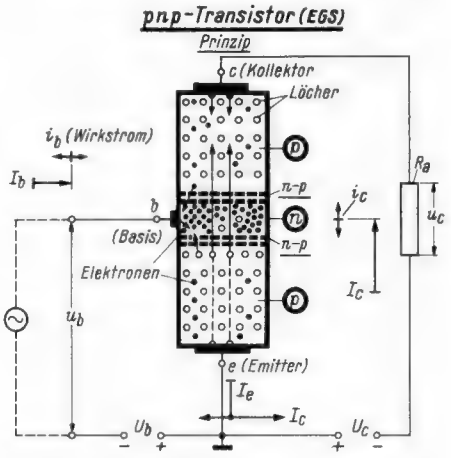
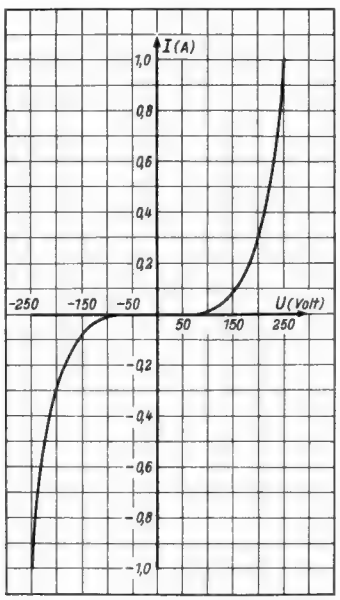

Bild 2. Vergleichsdarstellung des Steuer- und Verstärkungsvorganges bei einem pnp-Flächentransistor mit Emittergrundschaltung (EGS)
Bild 2a. Strom/Spannungscharakteristik eines Ocelit-Varistors vom Typ 250/5 in linearem Maßstab gezeichnet
Der Transistor besteht in seiner heutigen Form aus drei flächenförmig aneinander gefügten Halbleiterschichten mit verschiedenem Leitungstyp (*Bild 2*), den man durch Beimengungen entsprechender Fremdatome zum Germaniumkristall beliebig festlegen kann. Beim derzeit gebräuchlichen pnp-Transistor besteht in den beiden äußeren Schichten ein Überschuß an *positiv* elektrischen Ladungsträgern (Elektronenleerstellen, sog. Löcher), in der Mittelschicht dagegen ein Überschuß an *negativen* Ladungsträgern (Elektronen). Man bezeichnet die erstere kurz als p-Schicht, letztere als n-Schicht. Die dünne Grenzschicht von etwa 1 μ (= ein Tausendstel Millimeter) Stärke zwischen Schichten verschiedenen Leitungstyps nennt man daher einen pn-Übergang.
Der Transistor stellt daher aufbaumäßig eine Kombination von zwei gegenpolig geschalteten Dioden D_1, D_2 dar *(Bild 2a)*. Das für die Transistorwirkung wesentliche Merkmal besteht jedoch darin, daß die Dicke w der gemeinsamen Verbindungsschicht äußerst klein ist (20...50 μ). Wird nun der eine pn-Übergang (D_1) durch eine kleine äußere Vorspannung in Durchlaßrichtung und der auf der gegenüberliegenden Seite vorhandene np-Übergang durch eine zweite, größere Spannung in Sperrichtung gepolt, dann kommt es an D_1 durch den Löcherüberschuß an der p-Seite und durch das Konzentrationsgefälle auf der n-Seite zu einer Löcherinvasion in die n-Schicht (siehe Schrifttum 2). Dieser scheinbare Löcherstrom, der in Wirklichkeit aus einer gegenläufigen Elektronenwanderung von Loch zu Loch besteht, fließt jedoch nicht wie bei einer normalen Diode zum negativen Pol der Spannungsquelle von D_1 ab, sondern er strebt (diffundiert) entlang des in der n-Schicht vorhandenen Konzentrationsgefälles an Löchern zur gegenüberliegenden, negativ gepolten p-Schicht. Nur ein kleiner Teil des Löcherstromes wird in der dünnen n-Schicht von Elektronen abgefangen und verursacht durch die von außen nachfließenden Elektronen einen Strom im äußeren Stromkreis der Diode D_1. Der größte Teil des Löcherstromes dringt dagegen zum np-Übergang (D_2) vor, den er infolge der Gegenpolung dieser Grenzschicht ungehindert überschreitet, um in der p-Schicht, zum negativen Anschluß strebend, in einen gegenläufigen Elektronenstrom überzugehen. Die vom pn-Übergang ausgehenden Löcher ergeben somit im äußeren Stromkreis der Diode D_2 einen Elektronenfluß, der gegenüber dem Elektronenfluß im äußeren Stromkreis D_1 um so größer ist, je größer der Löcheranteil ist, der den np-Übergang erreicht.
Bild 2a. Der im Bild 2 dargestellte Flächentransistor läßt sich als Kombinationsschaltung von zwei Diodenstrecken (D_1, D_2) mit gemeinsamer Basis betrachten, wobei die Diode D_1 in Durchlaßrichtung und die Diode D_2 in Sperrichtung gepolt ist. Für die Erzielung eines Transistoreffektes ist es wesentlich, daß die Basisschicht w äußerst dünn ist
Bild 2a zeigt die Strom/Spannungscharakteristik eines Ocelit-Varistors 250/5 nach Formel (1). Gewöhnlich wird jedoch für die Darstellung nach Formel (2) verfahren, die als Exponentialfunktion auf doppelt-logarithmischem Papier eine Gerade ergibt, wie *Bild 2b* zeigt. Diese Darstellungsweise hat den Vorteil, daß der Exponent n als die Steigung der Geraden erscheint, das heißt als die Tangensfunktion des Winkels α.